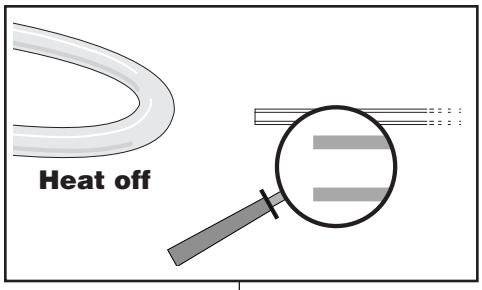

Figure 6a – *Untreated tip*
c. Place the pipette to be polished in the acrylic pipette holder. Adjust the microscope stage until the pipette is in position with sufficient distance to account for filament expansion (**Fig. 6a**).